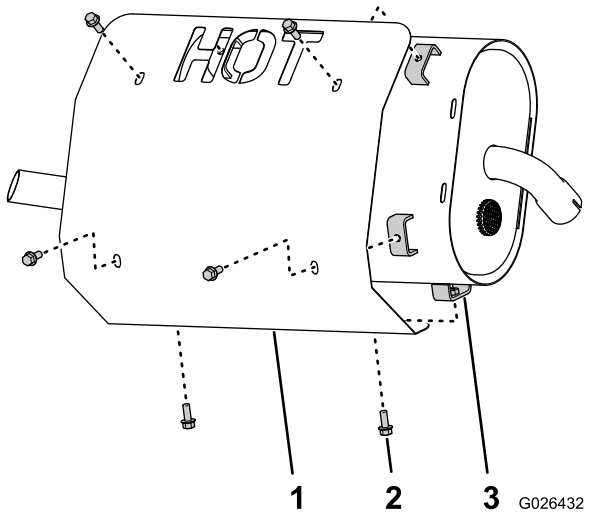

Figur 7
1. Ret hullerne i varmeskjoldet ind efter svejsemøtrikkerne i skjoldstøtterne på lydpotten (Figur 7).
2. Monter skjoldet på lydpotten (Figur 7) med 6 flangehovedbolte (1/4 x 5/8 tomme).